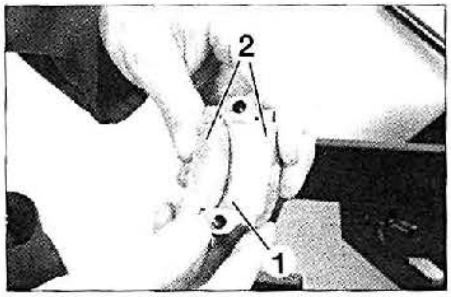

FIG. 62
• Montar en su tapa los cojinetes (1) aceitados según la clase determinada para cada cuello. Deben estar perfectamente centrados en la biela y la tapa. Valerse del útil (2) (PSA 0194.P) **(fig. 62)**.